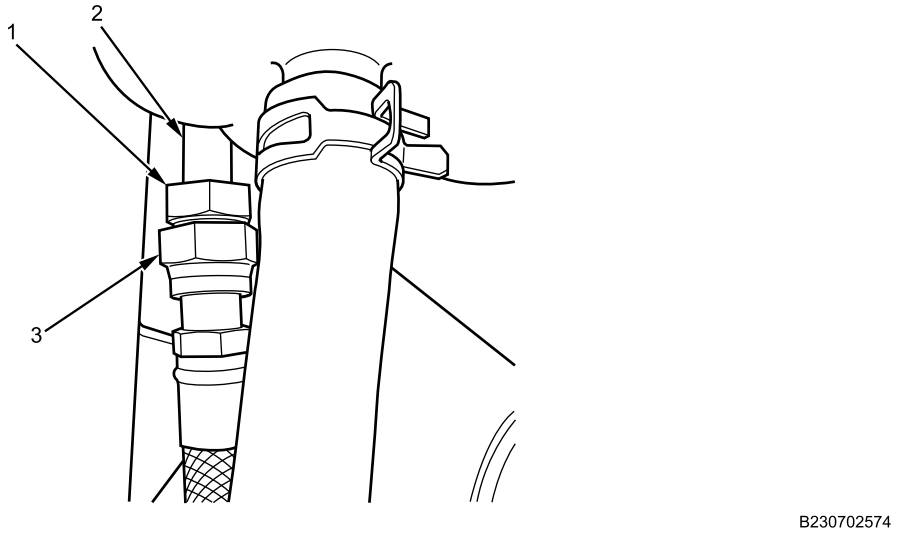

Figure 5. Upper Hose.
8. Hold fitting (Figure 5, Item 1) on cooler tube (Figure 5, Item 2) and remove fitting (Figure 5, Item 3) securing upper hose. Remove and discard O-ring.